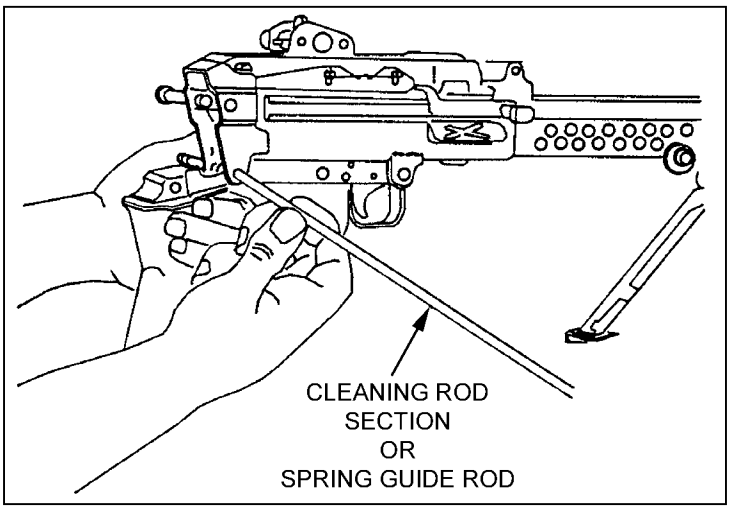

Figure 1-16. Removal of the buttstock and buffer assembly.
d. **Removing the Buttstock and Buffer Assembly Group**. To remove the buttstock and buffer assembly (Figure 1-16, page 1-15), use a cartridge or the spring guide rod to push the lowermost retaining pin on the rear of the receiver to the left. It is a captured pin; it is not removable. Remove the buttstock and shoulder assembly by pulling them rearward, while supporting the trigger mechanism.